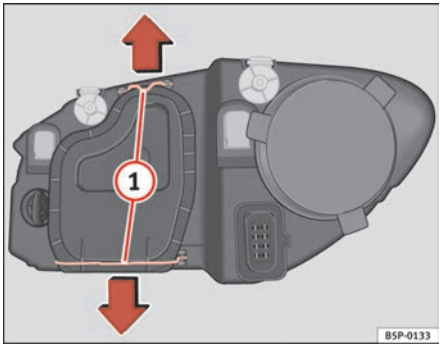

Fig. 182 Dipped head-lights
– Remove the loops ⇒ page 255, fig. 182 (1) in the direction of the arrow and remove the cover.